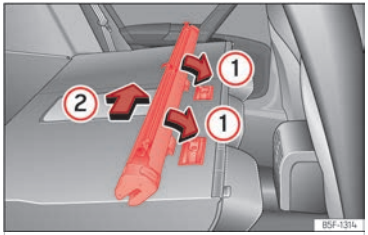

Fig. 201 Montar la red de separación en los respaldos del asiento trasero.
- Coloque la carcasa de la red en los rebajes de los carriles de sujeción en el sentido de las flechas ››› fig. 201 ①.
- Empuje la carcasa hacia el lado izquierdo del vehículo en el sentido de la flecha ››› fig. 201 ② y hasta el tope.
- Tire de la carcasa de la red aproximadamente 5 cm en el sentido contrario de la flecha ››› fig. 201 ②.
- Extraiga la carcasa de los carriles de sujeción tirando en el sentido contrario al de las flechas ››› fig. 201 ①.